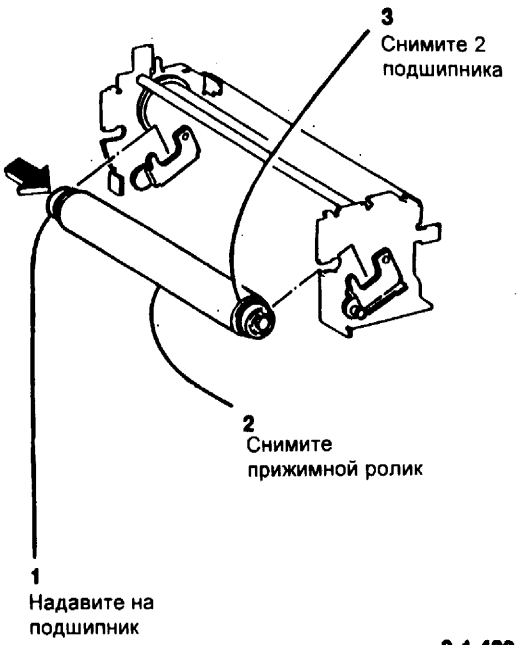

Рис. 4 Снятие прижимного ролика
10. (Рис. 4) Снимите прижимной ролик.